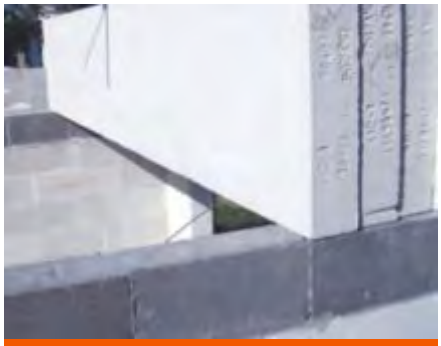

Fig. 5: Colocación de paquetes sobre muros cargadores.
3. Utilizar una grúa y un par de bandas (eslingas) para elevar el paquete hasta colocarlo sobre los muros cargadores que le correspondan de manera tal que al romper el fleje se puedan colocar en su posición y deslizar sobre los muros (ver Fig. 5)